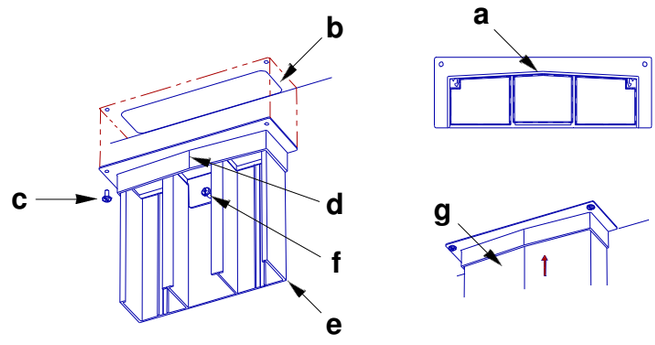

Fig. 6 • Tee • «T»
5. Continue installing all fitting and adapter bases until system base is complete. (figs 6 through 12) Use end caps to close base of system. (fig 3).
5. Continuer le montage des bases de tous les accessoires et adaptateurs jusqu'à ce que la base du système soit complète. (figs 6 à 12). Utiliser les embouts pour fermer la base du système. (fig. 3).
5. Seguir instalando todas las bases de accesorios y adaptadores hasta que esté completa la base del sistema (figs. 6 a 12). Usar casquetes de extremo para cerrar la base del sistema (fig. 3).